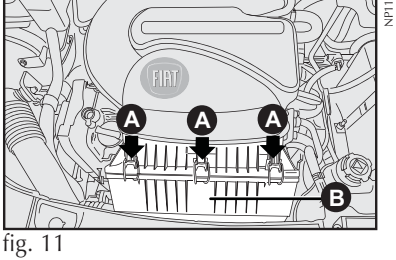

fig. 11
SUBSTITUIÇÃO - fig. 11, 12, 13 e 14
- Soltar os grampos **A-fig. 11** e retirar a tampa **B-fig. 11** pelo lado esquerdo;